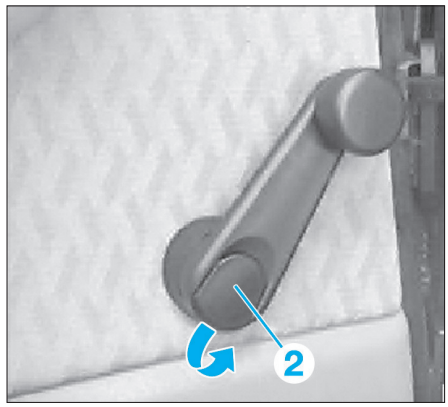

Fig. 65
• Si le véhicule est équipé de lève-vitre manuel, dégrafer le cache (2) **(Fig.65)**.